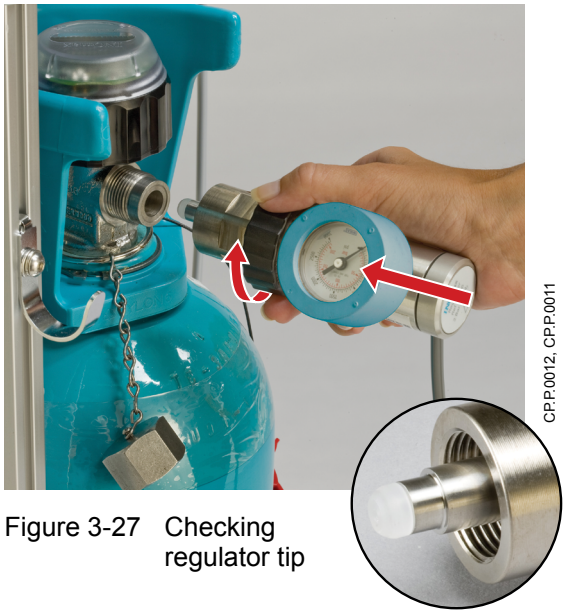

Figure 3-27 Checking regulator tip
1. Make sure that the white plastic tip on the regulator is in place and is not chipped or cracked (Figure 3-27).